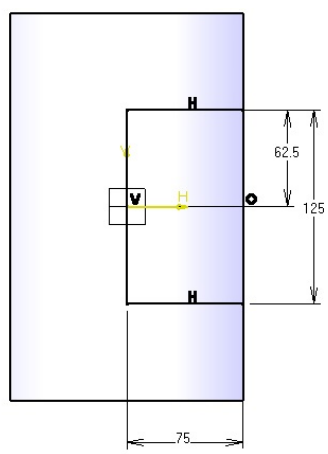
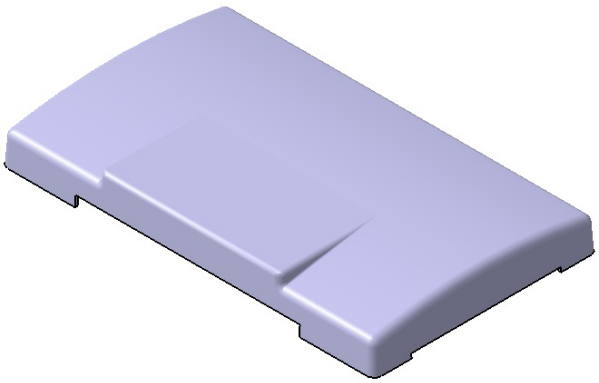

Figure 6-107 *Sketch of the second feature*
Figure 6-118 *Final model after creating the pocket features*
b. Create the second feature by extruding the sketch drawn on a plane created at an offset distance from the bottom planar face of the model, refer to Figures 6-107 and 6-108.
f. Create two pocket features to complete the model, refer to Figure 6-118.
3. Draw the sketch, as shown in Figure 6-107, and exit the **Sketcher** workbench.
4. Use the **Pocket** tool to create two pocket features at the bottom. Refer to Figure 6-107 for dimensions. Use the yz and xz planes to create the profile for these features. The final model after creating these two features is shown in Figure 6-118.